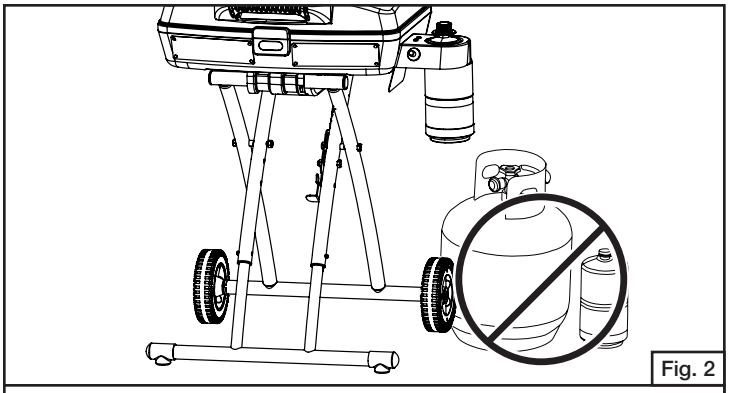

Fig. 2
- NUNCA almacene un cilindro de alimentación de gas licuado de repuesto debajo del cuerpo de la parrilla o cerca de algún aparato que genere calor. (Fig. 2)